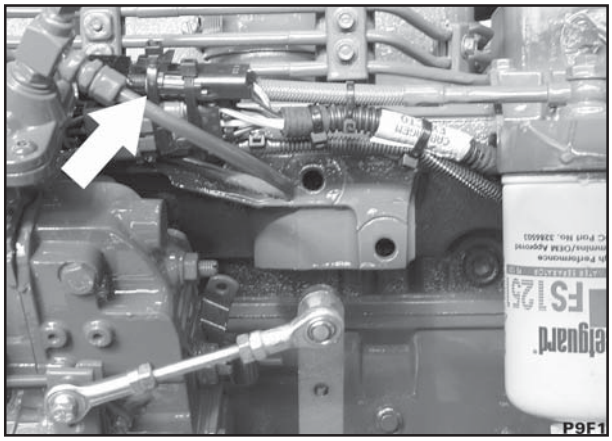

Fig. 1
5. Desconecte o solenóide de combustível (fig.1).